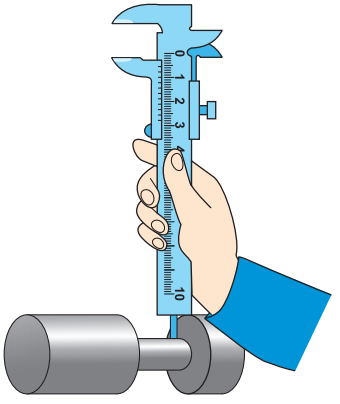

Рис. 88. Измерение глубины паза детали
1) Ослабив винт рамки, упирают штангенциркуль торцом в верхний край измеряемого углубления. Перемещая рамку, вводят линейку глубиномера в отверстие или углубление до упора (рис. 88).